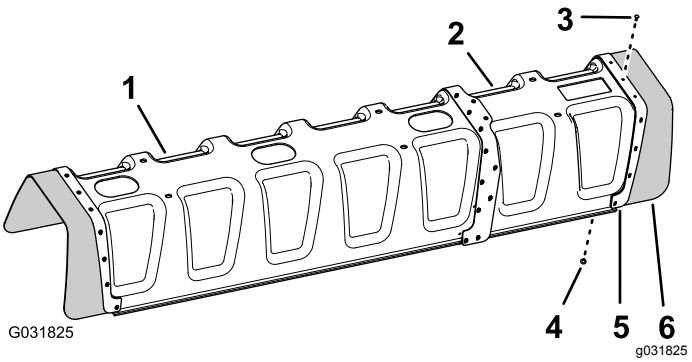

Figur 234
5. Rikta in hålen i gummikåpan och förstärkningsplattan (enkelradig) som du tog bort i steg 2 mot hålen i änden av kåpförlängningen (Figur 234).